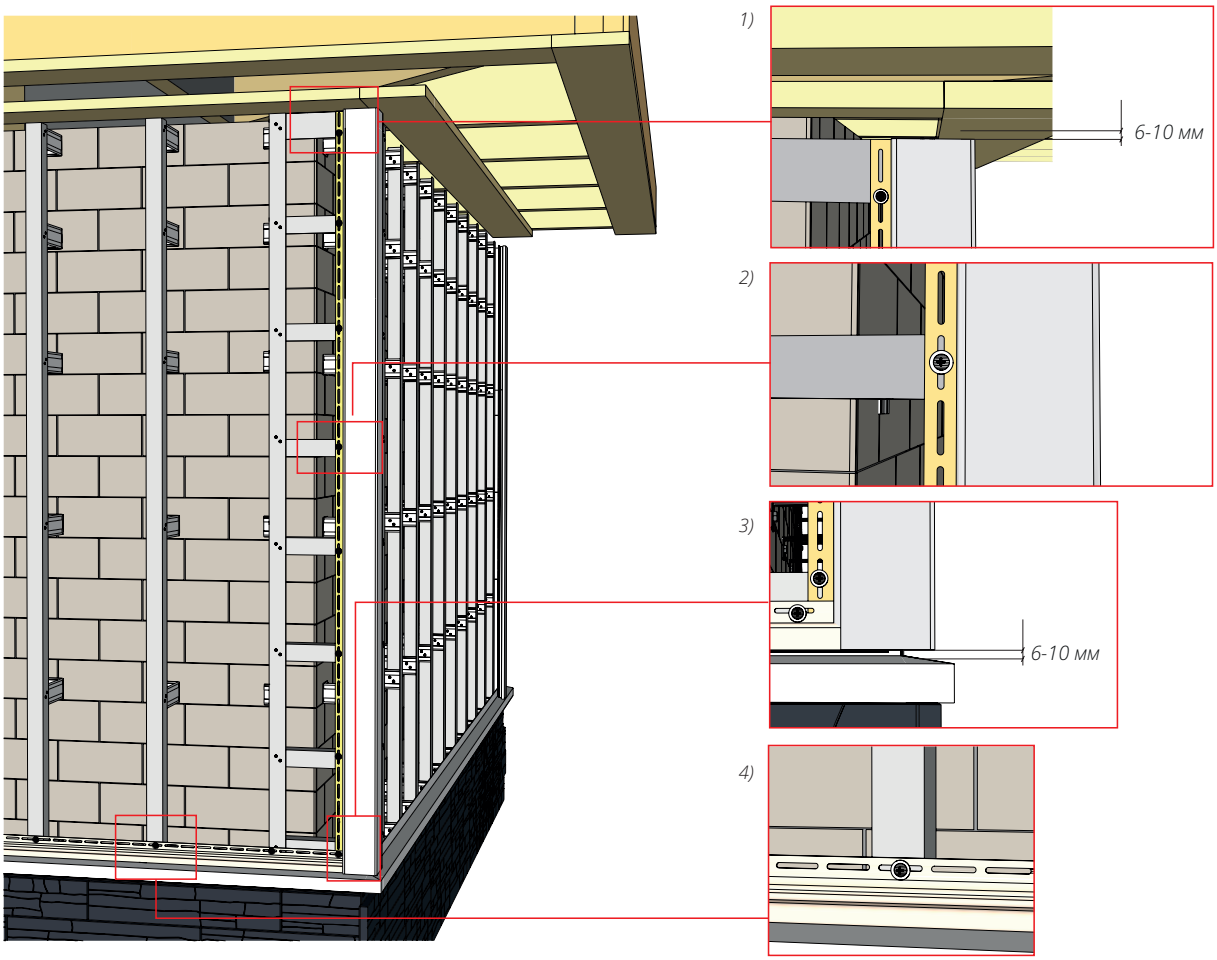

*Рисунок 20*
**12.1** Смонтируйте угол, вывесив его в верхней части, согласно пункту 6.5, соблюдая общие правила монтажа (рис. 20).